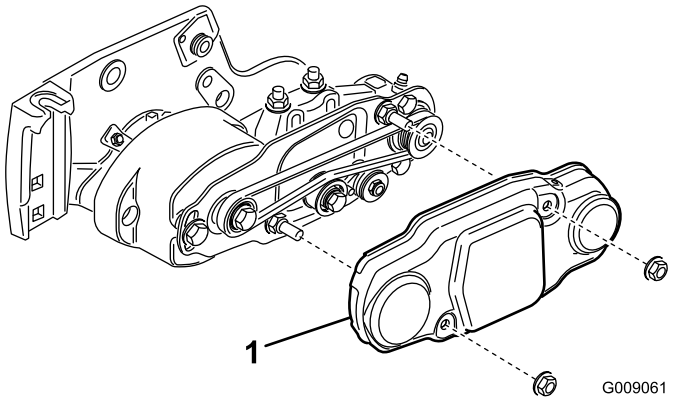

**Figura 18**
25. Fate scorrere il copricinghia sui bulloni di montaggio e fissatelo con 2 dadi flangiati (Figura 18).